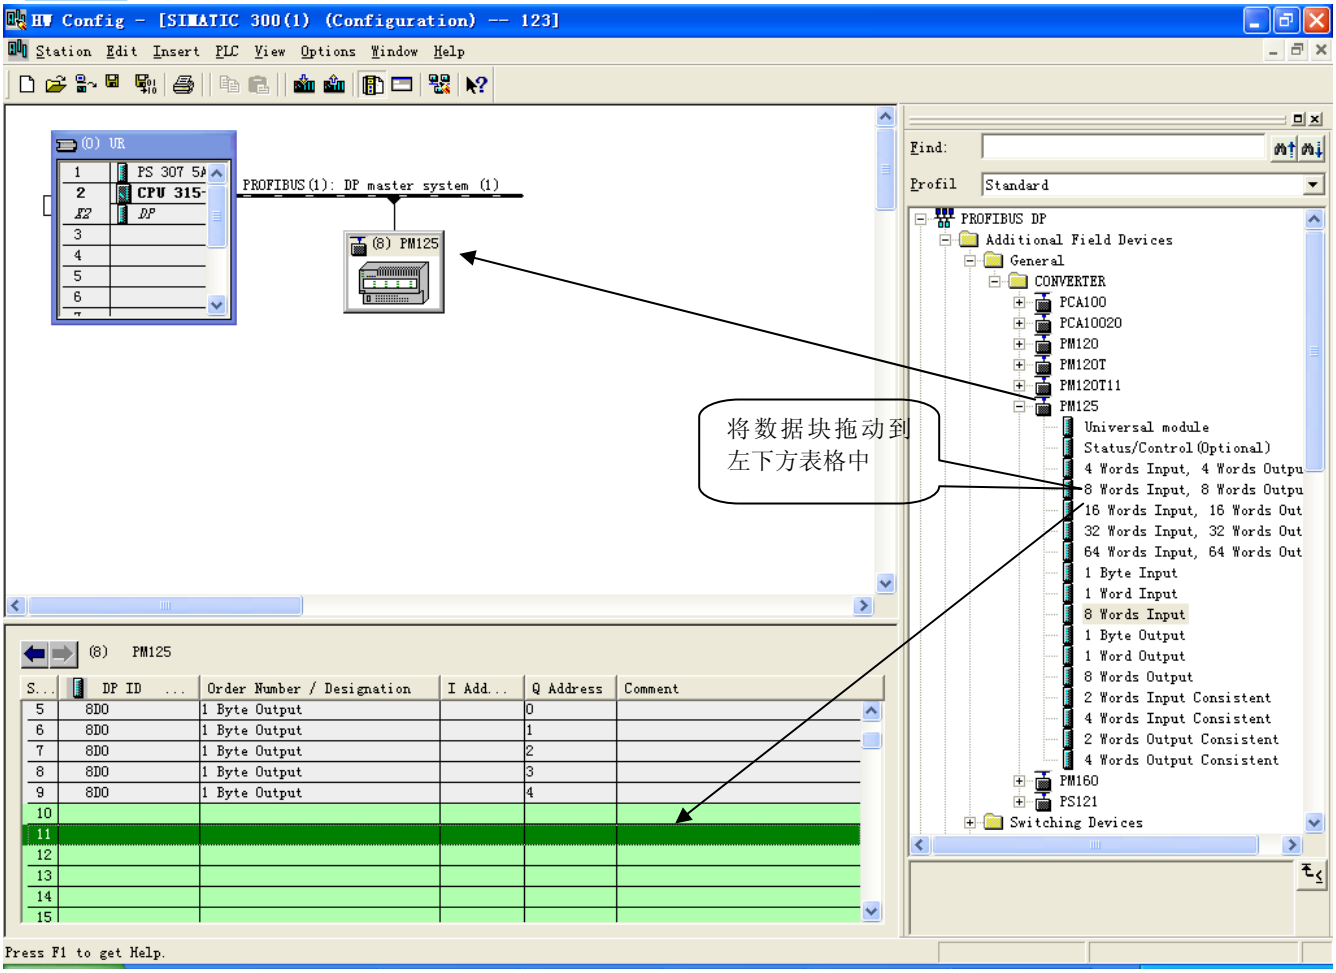

图 10
11. 将从站 PM-125 配入到 PROFIBUS 网络配置当中，并将输入输出数据块映射到 S7-300 或者其它控制器的内存当中。如图 10：